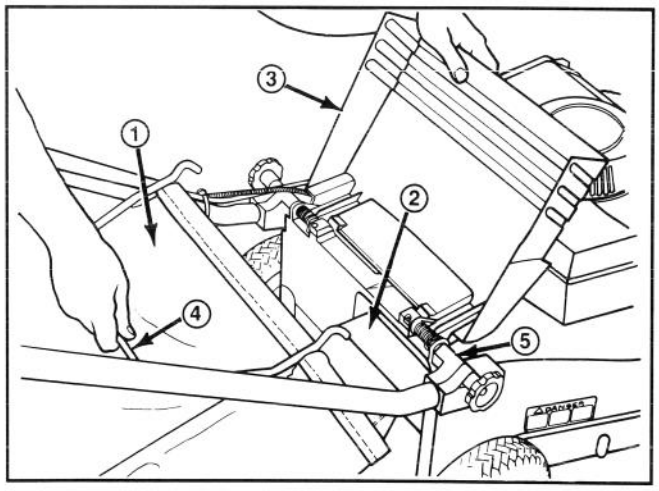
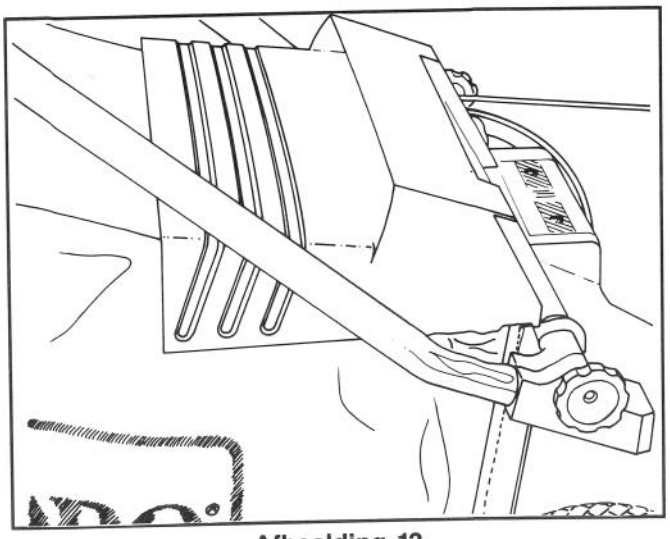

**Afbeelding 12**
**Afbeelding 13**
**2.** INSTALLEREN VAN DE ZAK—Open de kokerdeur, schuif de trechter van de zak in de afvoeropening en haak het zakframe aan de bevestigingsbeugel (Afb. 12). Laat de kokerdeur op de zak rusten (Afb. 13).